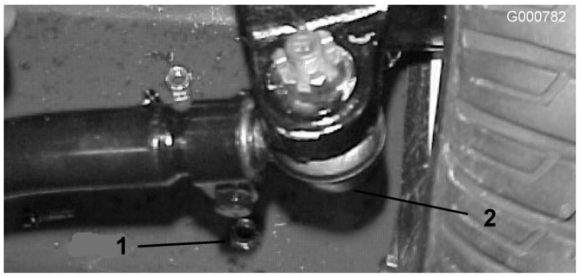

Figura 58
2. Per regolare, togliete la coppiglia e il dado da uno dei giunti a sfera del tirante. Togliete il giunto a sfera del tirante dal supporto della scatola del ponte (Figura 58).
3. Allentate i fermi su entrambe le estremità dei tiranti (Figura 58).